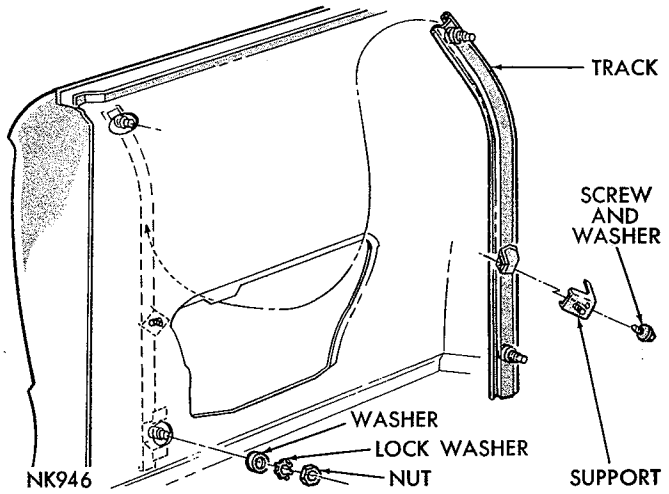

**Fig. 136—Quarter Window Front Track—Convertible**
(1) Remove glass and lower frame assembly.
(2) Remove adjusting stud nut and washers from lower end of track (Fig. 136).
(3) Remove center support nut and washer.
(1) Position track and center support assembly into quarter panel through large access opening and insert studs into openings in inner panel (Fig. 136).
(2) Install track upper adjusting stud nut and washers finger tight only.
(3) Install center support nut and washer finger tight only.
(4) Install track lower adjusting stud nut and washers finger tight only.
(5) Install and adjust the quarter glass.